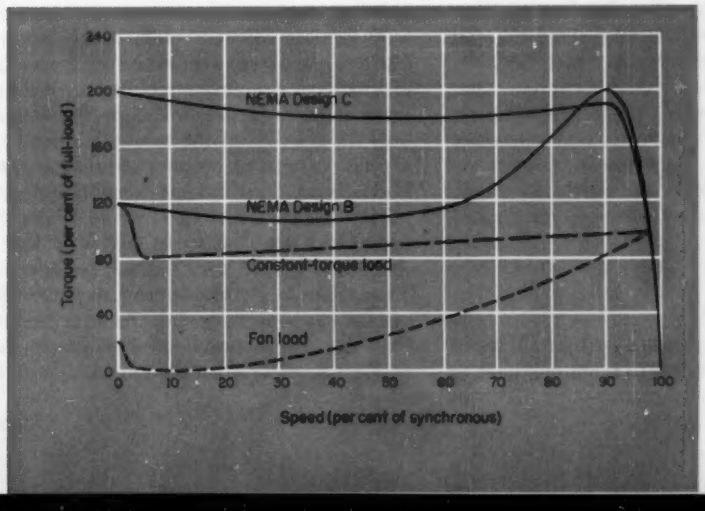
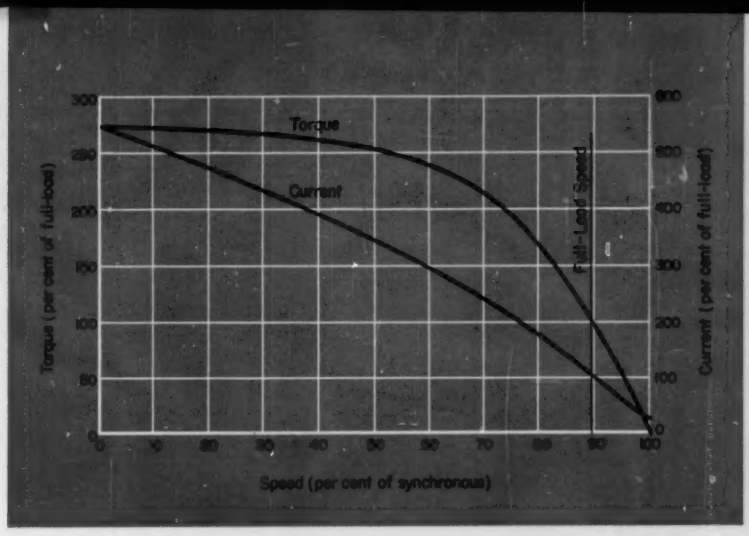

Fig. 1—Typical speed-torque curves for NEMA Designs B and C three-phase induction motors along with curves of a constant-torque load and "fan" load.
Fig. 3 — Speed-torque and speed-current curves of a typical NEMA Design D induction motor.
1. Choose a convenient scale along the horizontal axis and lay off vertical lines to represent strains e_a, e_b, and e_c, Fig. 1.
3. The Mohr's circle is constructed using the intersection of the two perpendicular lines, ac and bP, for the center. Principal strains e_1 and e_2 are determined from circle, Fig. 3.
In Fig. 1 are typical speed-torque curves of NEMA Designs B and C squirrel-cage induction motors. Throughout the accelerating period until operating speed is reached, torque developed by a squirrel-cage induction motor depends solely on the motor design constants and the voltage applied to the motor.
Fig. 1 also shows a curve typifying such loads as fans, blowers, centrifugal compressors and, to a lesser degree, machines like drill presses and generators which start unloaded and are loaded only after they come up to speed. This fan-type load curve defines the torque required at any speed to maintain the load at that speed. Any torque the motor develops in excess of that required to maintain the load at a particular speed serves to accelerate the drive.
At starting, the motor develops more torque than required to break the load away, Fig. 1. Furthermore, at every point between zero speed and operating speed the motor develops more torque than is required to maintain the load at any particular speed. As a result, the drive accelerates to operating speed and runs there.
Shown also in Fig. 1 is a load speed-torque curve usually referred to as a constant-torque curve. It is typical of "friction-type" loads, such as conveyors, mixers, and to a lesser degree, shakers, pulverizing mills, and reciprocating compressors.
If a NEMA Design B is used to drive the constant-torque load in Fig. 1, it appears that the motor develops a starting torque exactly equal to that required to break the load away. Will the motor always move the load from standstill? The answer is that the NEMA Design C motor was developed for just this type of load. The motor and load curves show that this motor develops a comfortable margin of torque above that required by the load at every speed point from zero speed to operating speed.
In Fig. 3 are speed-torque and speed-current curves of a typical NEMA Design D motor. This type of motor has characteristics which make it ideal for frequent starting and stopping as well as for continuous operation with a fluctuating load, both with and without significant flywheel effect.
Duty Cycles: The speed-current curve of the NEMA Design D motor, Fig. 3, shows that current drops off rapidly as the motor accelerates. For this reason, acceleration heating of a NEMA Design D motor is less than that of NEMA Designs B and C motors. Heatwise, then, a NEMA Design D motor supplies more acceleration per minute than NEMA Designs B and C motors with the same heating.
Fluctuating Loads: If the speed-torque curves in Fig. 1 are compared to the speed-torque curve in Fig. 3, it is apparent that the full-load speed of the NEMA Design D motor is appreciably less than NEMA Designs B and C motors. Also, a given change in the torque required by the load will produce a larger speed change in the NEMA Design D motor than in the other two. Because of these speed-torque characteristics, NEMA Design D motors are often applied on drives where the load torque fluctuates periodically, or where it is desirable to allow whatever flywheel effect or WK^2 there is in the drive to supply part of the energy required to carry the peak load.